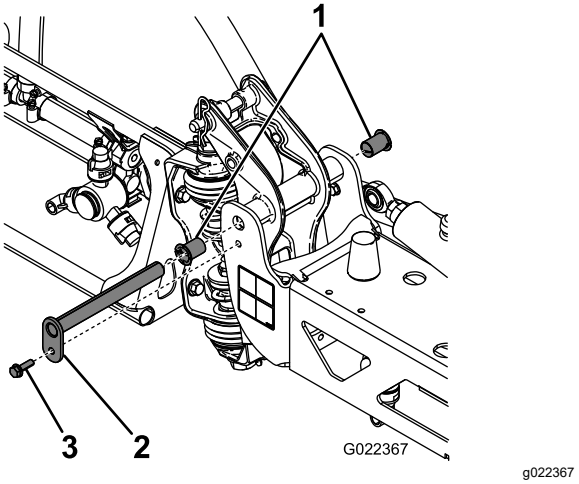

**Figura 63**
3. Com o peso da lança sustentado, remova o parafuso e a porca que prendem o pino de articulação ao conjunto da lança (Figura 63).
4. Remova o parafuso e a porca que prendem o pino de articulação e remova o pino (Figura 63).
6. Remova e inspecione as buchas de náilon da frente e de trás do suporte do pivô (Figura 63).
7. Coloque uma pequena quantidade de óleo nas buchas de náilon e instale-as no suporte do pivô (Figura 63).
8. Instale o conjunto da lança e do suporte articulado na estrutura central, alinhando os orifícios (Figura 63).